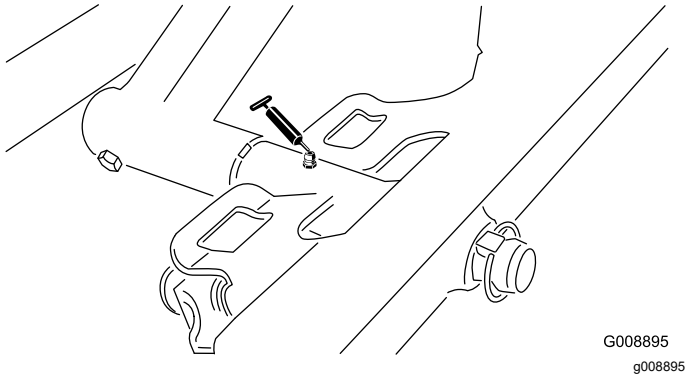

Rysunek 46
- Oś przedniego zespołu tnącego (Rysunek 46)